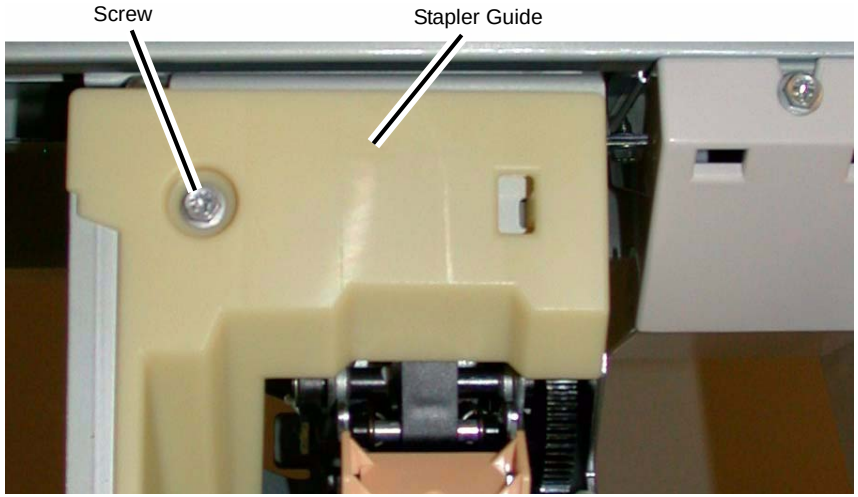

Figure 1 Removing the Stapler Guide
4. Remove the Stapler Guide (Figure 1).
a. Remove the Screw (1).